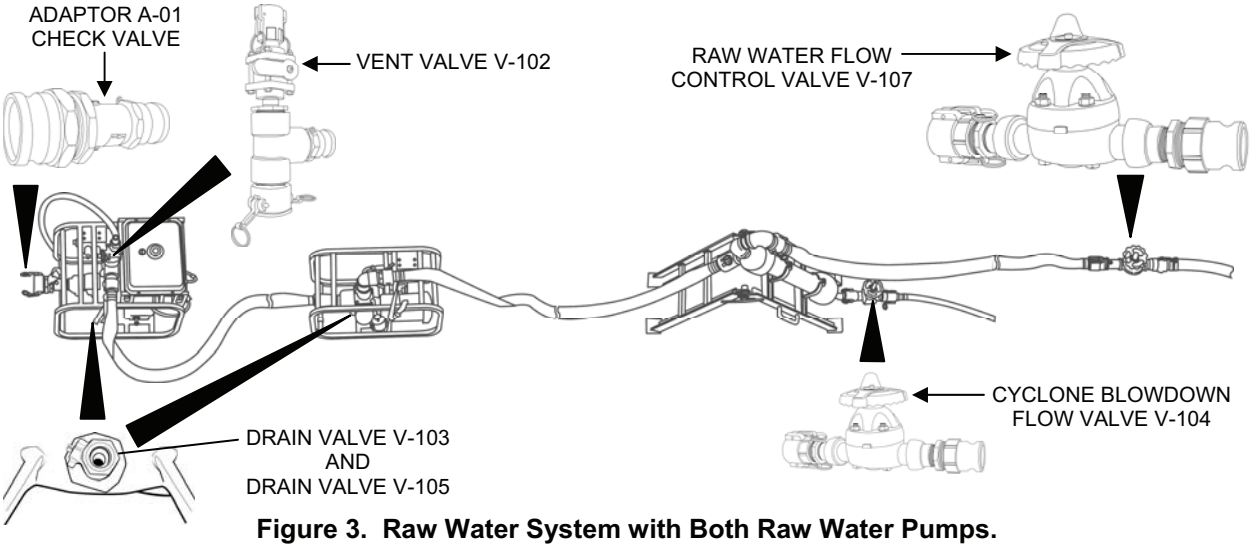

Figure 3. Raw Water System with Both Raw Water Pumps.
1. Set valve positions as follows (Figure 3):
9. If the expected time for priming is exceeded, stop the pump and check all the hose couplings that are out of the water. Specifically check the gaskets to be certain that they are free of sand and dirt. Remove Check Valve Adapter (A-01) from the pump skid and make certain that the flapper seat is clean (Figure 3). Install and fill the pump again and repeat. If after 20 minutes, the pump has not primed, refer to WP 0034 00, Troubleshooting.